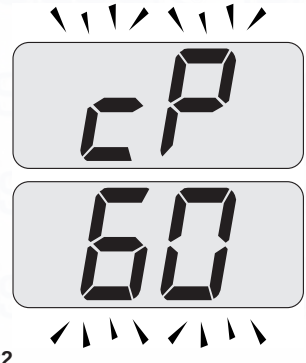

Fig. 9.22
- Press key 16 to vary the output in chimney sweep mode: when the LCD display displays the letters **cP** that alternate with the heating water temperature value (e.g.**60**), the "chimney sweep function" is at maximum (eventually range rated) output in heating mode (Fig. 9.22).